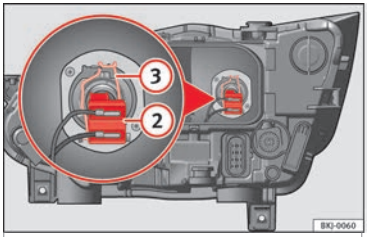

Fig. 97 In the engine compartment: dipped beam headlight.
– Remove the bulb connector ››› **Fig. 97** (2).
– Unclip the retainer spring ››› Fig. 97 ③ pressing inwards to the right.